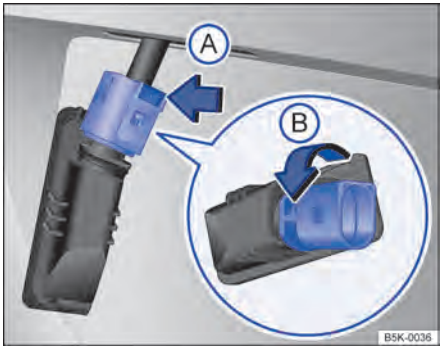

Fig. 196 Lanterna da placa licença: desinstalar o suporte das lâmpadas. ▶
4.	Pressionar a trava do conector no sentido da seta ⇒ Fig. 196 Ⓐ e desencaixar o conector.